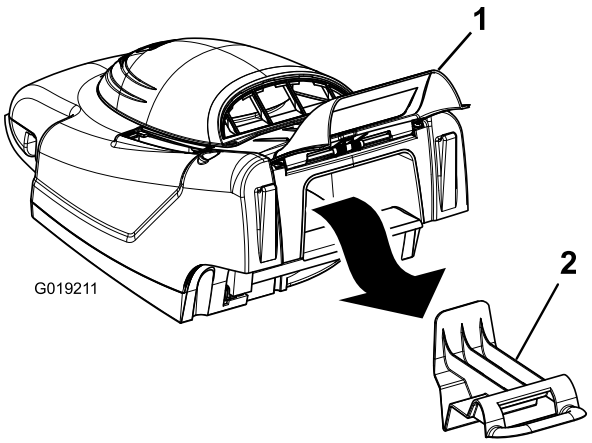

Figur 14
1. Løft opp bakluken og fjern resirkuleringspluggen (Figur 14).